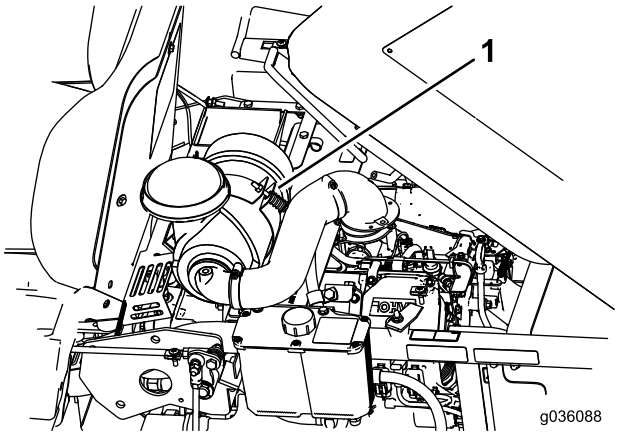

Figur 36
3. For å få tilgang til den nederste låsen fjerner du bolten, åpner klemmen og hever luftrenseren (Figur 36).
5. Monter luftrenseren i klemmen, og fest den med bolten du fjernet tidligere (Figur 36).